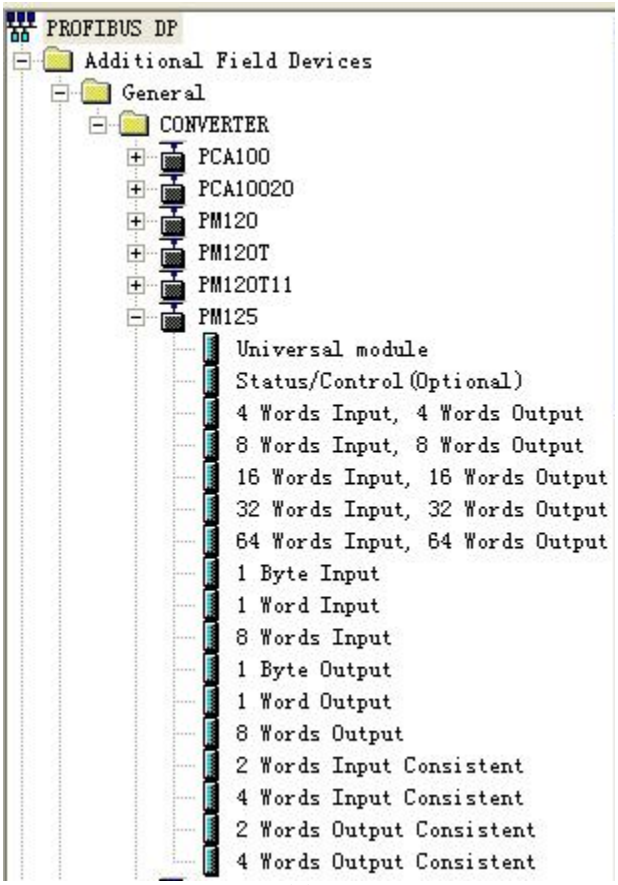

图 6
6. 您可以在这里找到您注册的设备，右侧窗口/Profibus DP/Additional Field Devices/Converter/PM125/，如图 6 所示